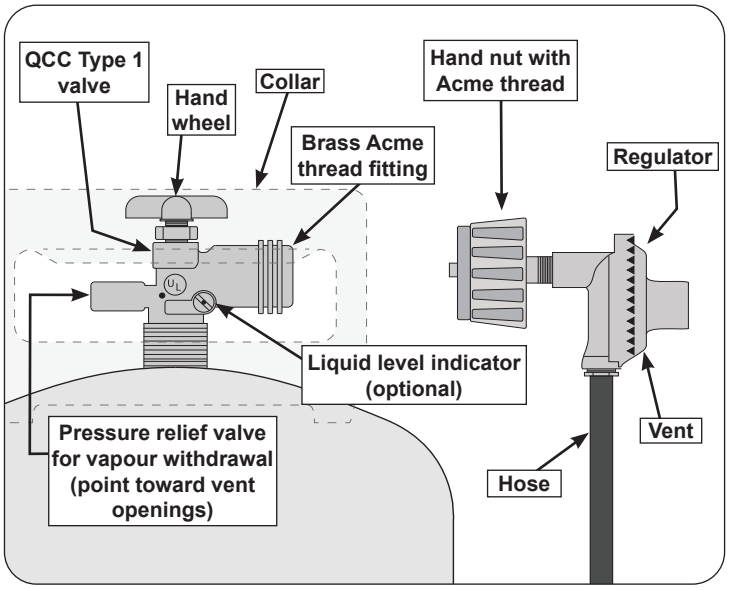

Fig. 7-1 Type I Acme thread coupler
d. The cylinder used must include a collar to protect the cylinder valve. The cylinder supply system must be arranged for vapour withdrawal. See Fig. 7-1.
e. When used with a cylinder, the gas supply system must be used with a pressure regulator. The pressure regulator and hose assembly (Fig. 7-1) supplied with this outdoor gas appliance **(L.P. models only)** must be used. Original and replacement pressure regulator and hose assemblies must be those specified by the manufacturer for connection with a cylinder connecting device identified as Type I by the ANSI Z 21.58/CGA 1.6 and must comply with UL 144 as a part of the self-contained LP gas supply system (see PARTS LIST for ordering information).
To disconnect: Turn the hand nut counterclockwise until detached (Fig. 7-1).